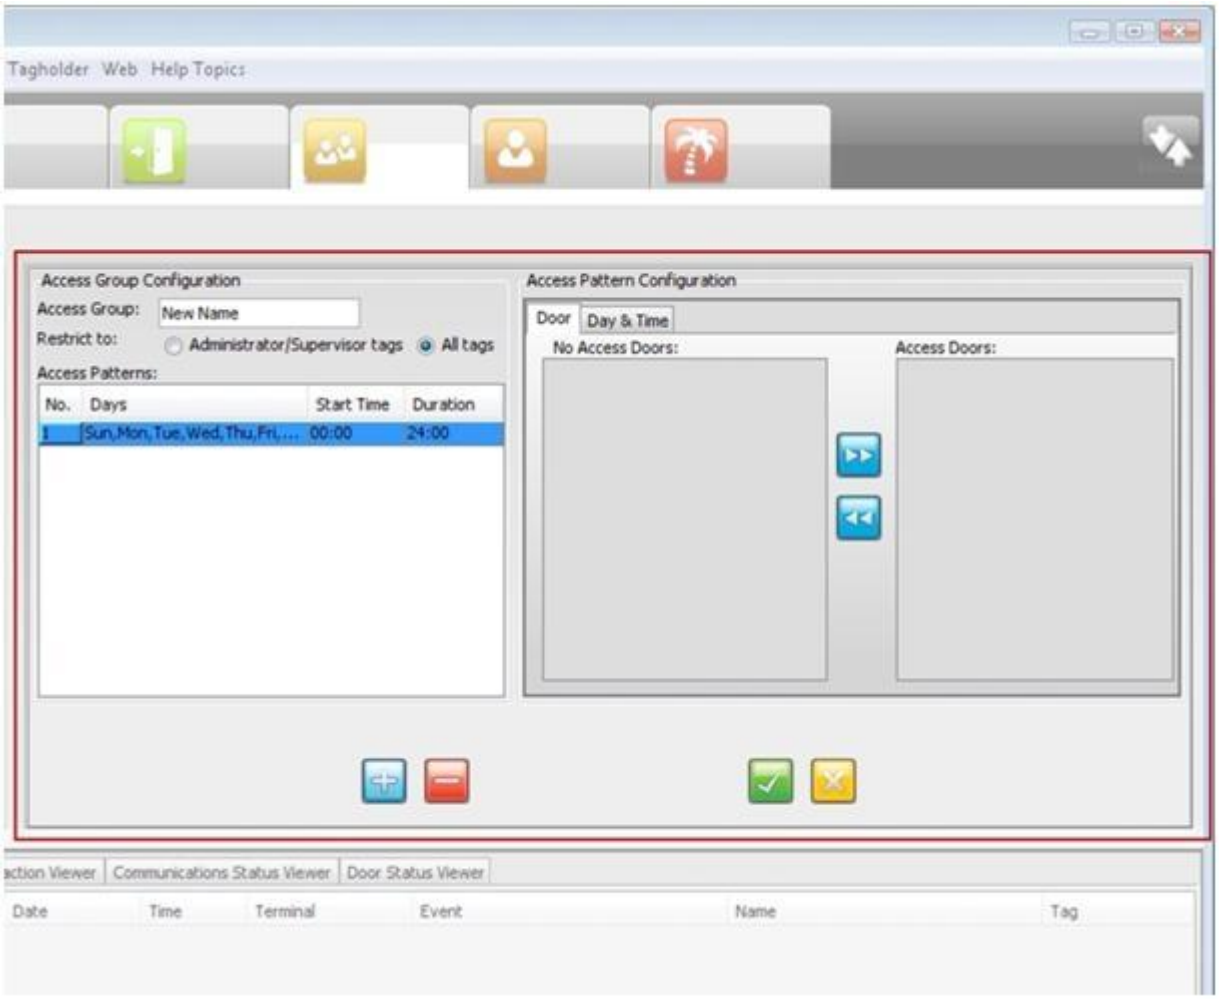

Figure 9 – Right-hand Side of the Access Group Pane (General Access Tab Selected)
1. As highlighted in Figure 9, click the button.
The selected Access Group's details display on the right-hand side of the Access Groups Configuration Pane. See Figure 9 for more information.